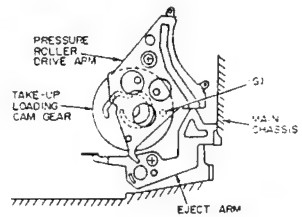

Fig. 3-3
4) Install the take-up loading cam gear into the main chassis so that hole (G) of the take-up loading cam gear and the hole in the main chassis overlap each other at this time. (See Fig. 3-3)
Install the pressure roller drive arm as shown in the figure. (See Fig. 3-3)